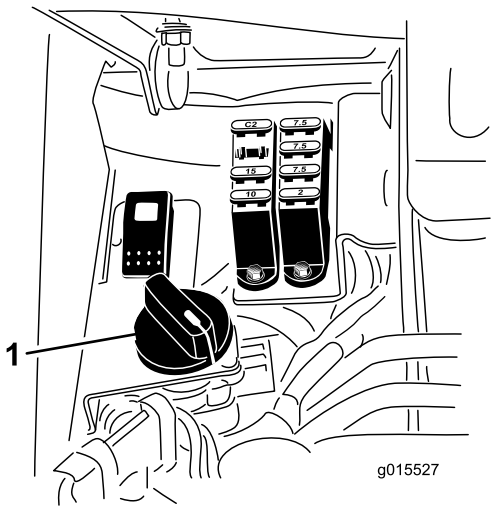

**Figur 38**
4. Ställ in cylinderhastigheten genom att vrida reglaget (Figur 38) tills indikatorpilarna ligger i linje med det nummer som markerar önskad inställning.